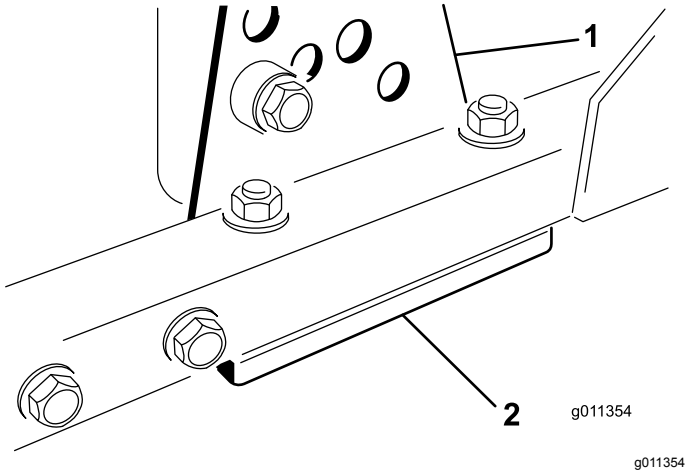

**Figur 87**
1. Avlägsna klipphöjdsfästet (främre, vänstra eller högra) från däckramen (Figur 87).
2. Justera mellanlägg på 1,5 mm och/eller 0,7 mm mellan däckramen och fästet för att erhålla önskad höjdinställning (Figur 87).